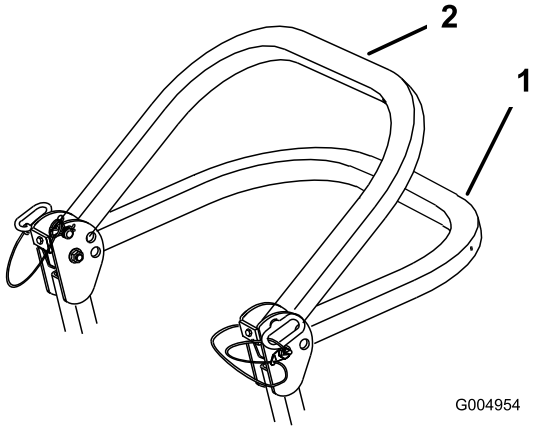

Figur 6
2. Senk veltebøylen til nedre stilling. Det finnes to nedre stillinger. Se Figur 6 for plasseringene.